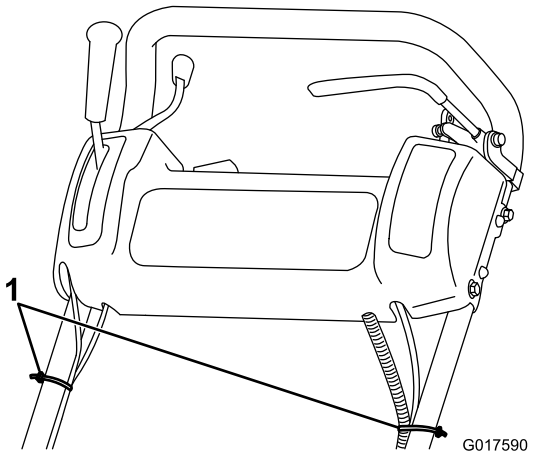

Figur 4
8. Fest kablene og ledningsfastspenneren til håndtaket med kabelfestene (Figur 4).